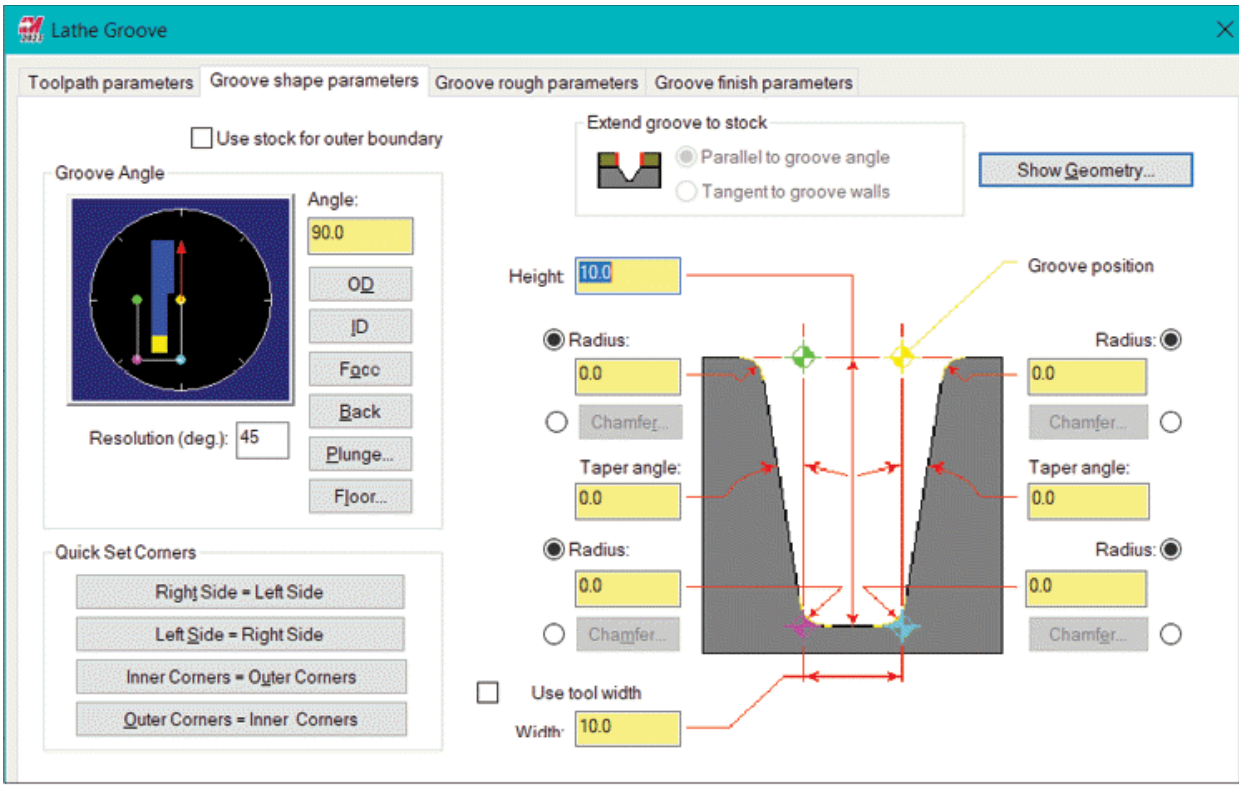

Figure-64. Groove shape parameters tab
- Click on the **Groove shape parameters** tab to specify parameters related to groove shape; refer to Figure-64 if 1 Point, 2 Points, or 3 Lines option is selected in the **Grooving Options** dialog box earlier. Otherwise, options to define shape/radius of groove will not be displayed in the dialog box.